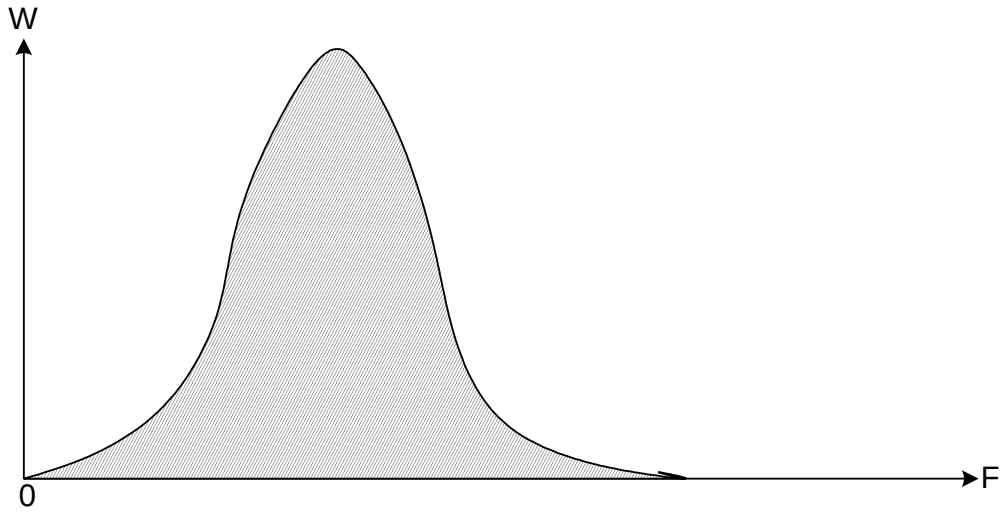

Рисунок 1
11.1 На лицевой панели ПБ (смотри рисунок 1 приложения В) находятся графический дисплей и кнопка выбора параметров.